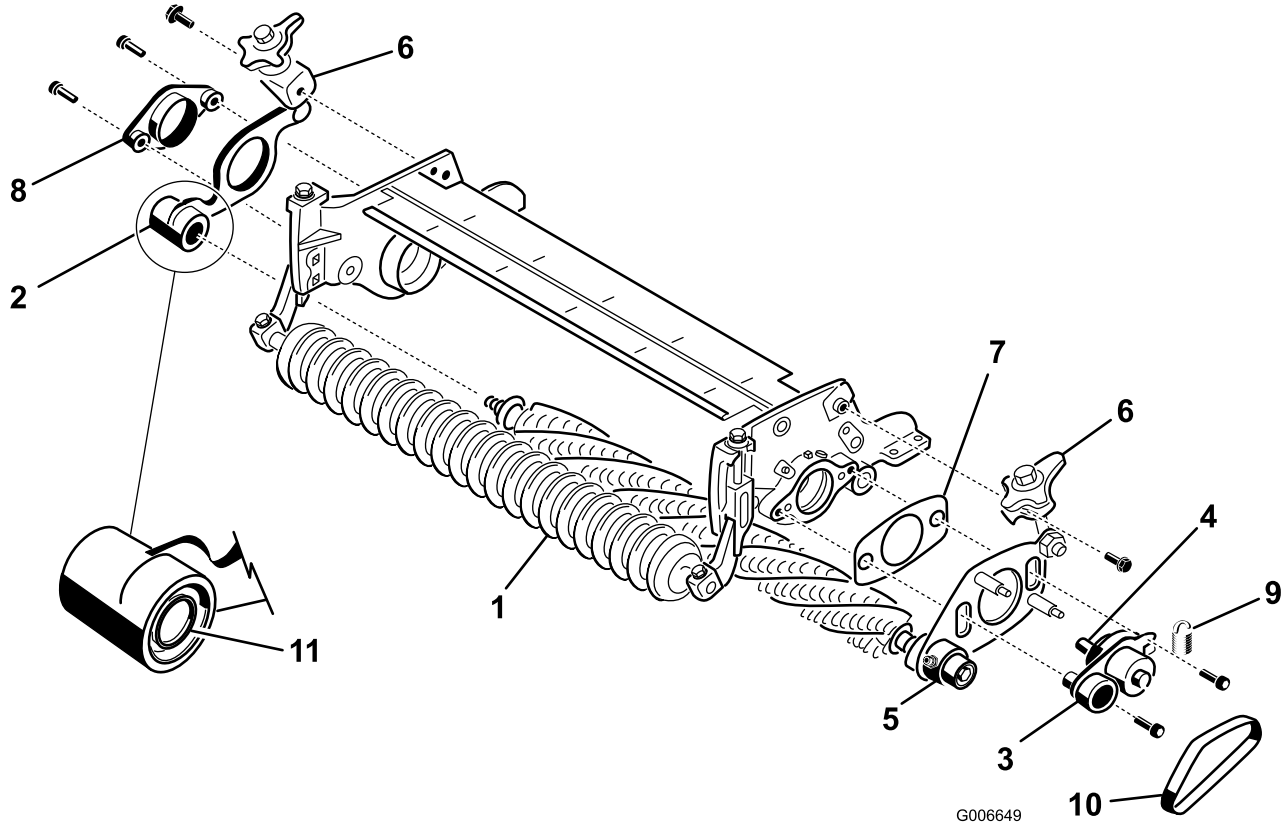

Figur 24
21. Dra av trimsatsplåten från trimsatsaxeln på trimsatsenhetens **icke-drivande** sida (Figur 24).
23. Montera svängnavet, drivsidans trimsatsplåt och mellanlägget till klippenhetens sidoplåt på klippenhetens drivande sida med två 3/8 x 1 tums insexskruvar (Figur 24). Stryk på blå Loctite på skruvarnas gängor före monteringen.
24. Montera trimsatsplåten till den icke-drivande sidan på trimsatsaxeln (Figur 24). Var försiktig så att tätningsfjädern inte trillar ur.
25. Fäst svängnavet till den icke-drivande sidan vid klippenhetens sidoplåt med två 3/8 x 1 tums skruvar (Figur 24). Stryk på blå Loctite på skruvarnas gängor före monteringen.
27. Montera snabbspakarna på sidoplåtarna med 3/8 x 3/4-tums huvudskruvar med fläns (Figur 24).
28. Montera trimsatsremmen på remskivorna (Figur 24). Kontrollera att räfflorna på remmen passar ihop med skårorna på varje remskiva.